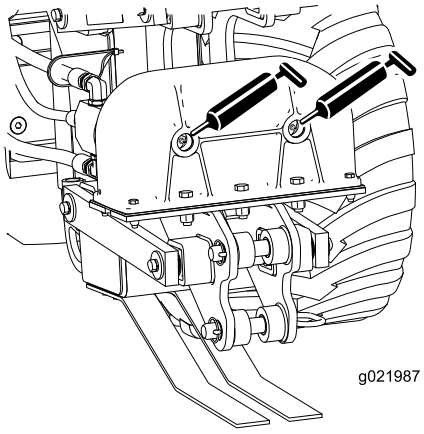
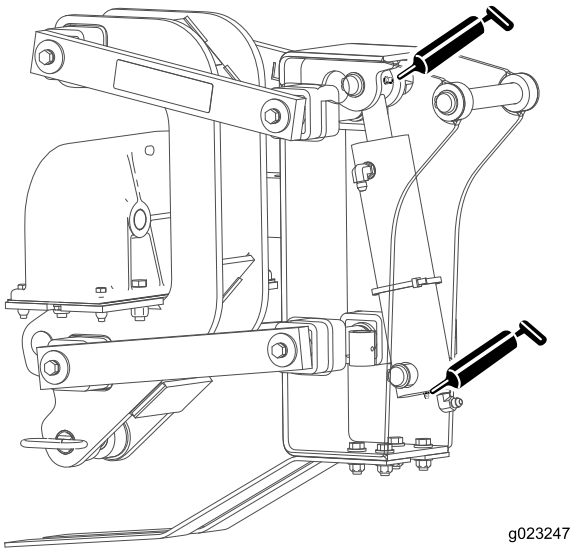
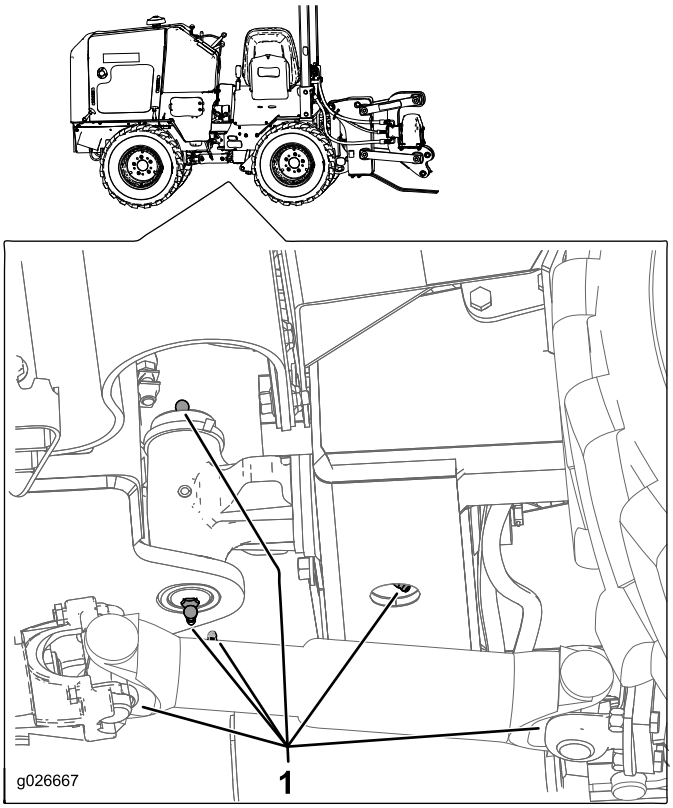

Figure 18
Figure 19
Figure 20
2. Raccordez une pompe à graisse à chaque graisseur (Figure 18, Figure 19 et Figure 20.